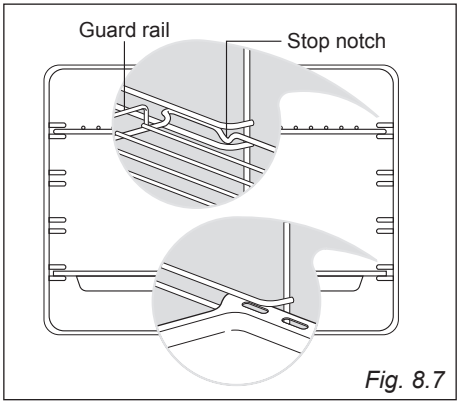

Fig. 8.7
- Slide into the guides, the shelf and the tray (fig. 8.7).